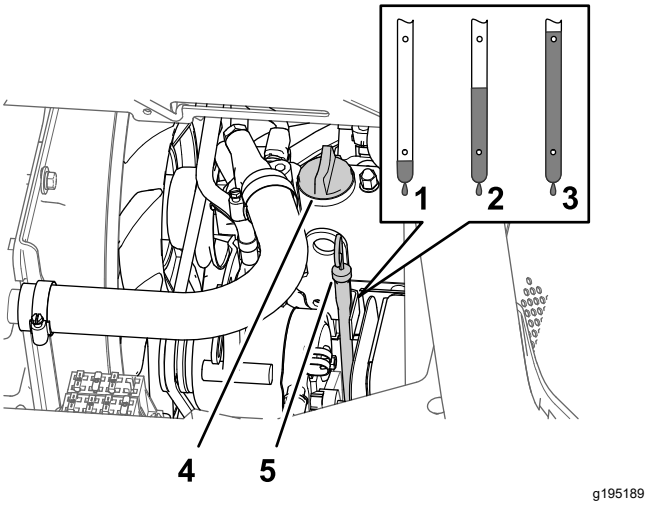

Figuur 77
5. Verwijder de olievuldop uit de vulbuis van het klepdeksel van de motor (Figuur 77) en giet langzaam ongeveer 80% van de aanbevolen hoeveelheid olie in de vulbuis.
6. Haal de peilstok eruit en controleer het oliepeil in de motor (Figuur 77).
7. Giet langzaam extra olie van het aanbevolen type bij totdat het oliepeil de Vol-markering op de peilstok bereikt (Figuur 77).
8. Breng de olievuldop aan in de vulbuis en plaats de peilstok in de peilstokbuis (Figuur 77).